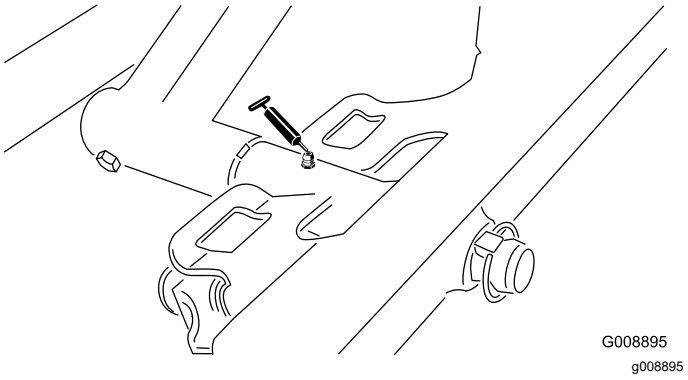

Figura 34
- Perno dell'apparato di taglio anteriore (Figura 34)